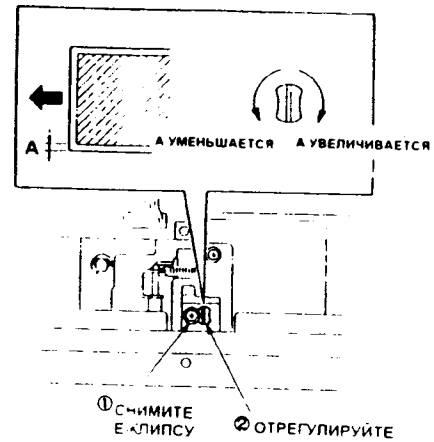

Рис. 1
3. (Рис. 1): Отрегулируйте боковую регистрацию.